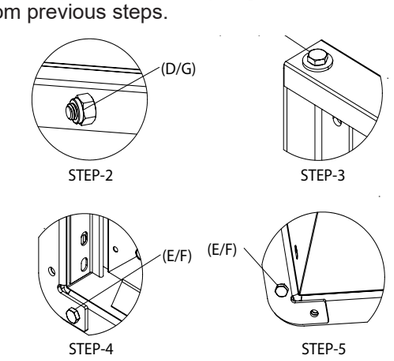

Figure 7
STEP 7 (SEE FIGURE 7): Tighten all fasteners from previous steps.